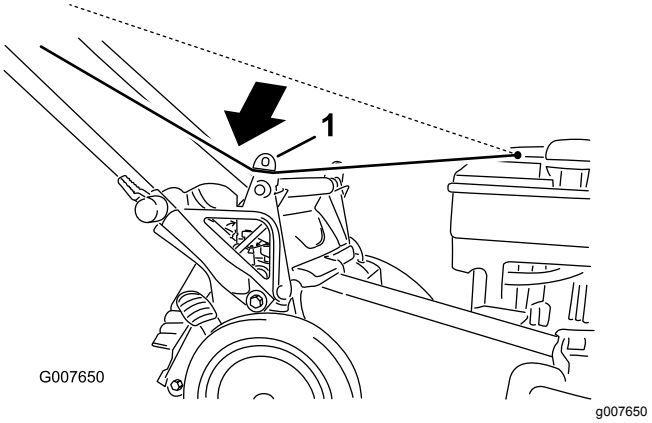

Figur 25
1. För in startsnöret längs den nedre styrningen (Figur 25).